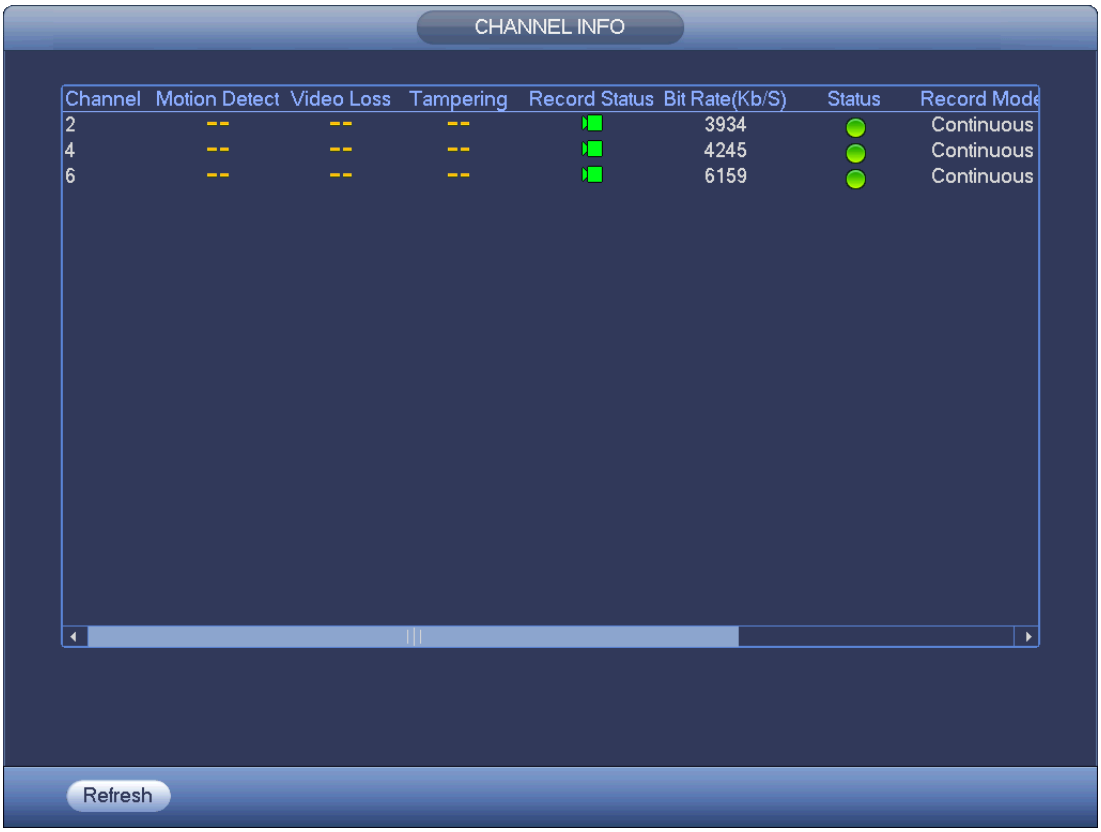

Figure 4-61
- Drag the mouse to select a zone, you can view an interface show as Figure 4-61.